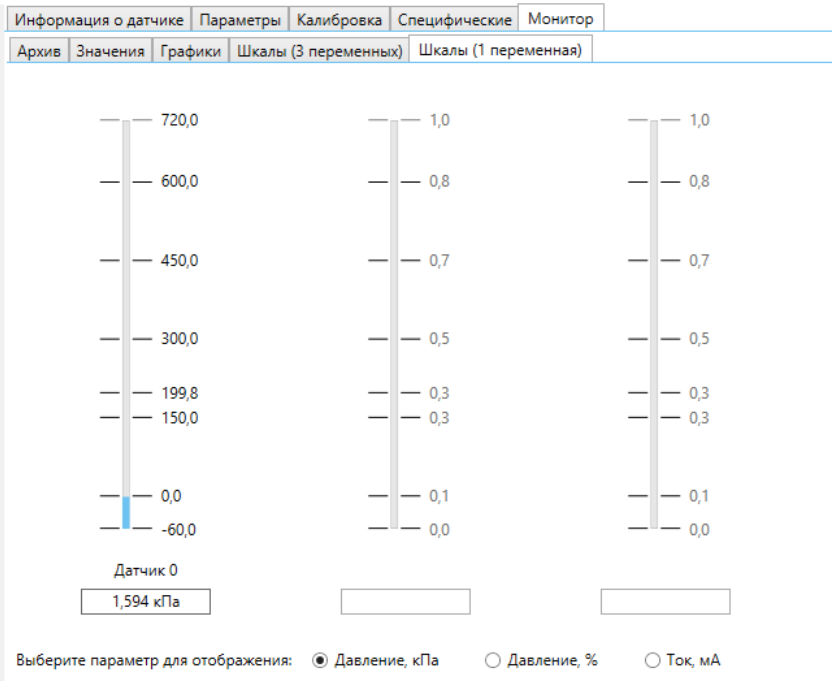

Рисунок 26 — Вкладка «Шкалы (1 переменная)»
3.8.11 Вкладка «Шкалы (1 переменная) предоставляет информацию об основной величине трех выбранных датчиков в виде линейной шкалы (рисунок 26).